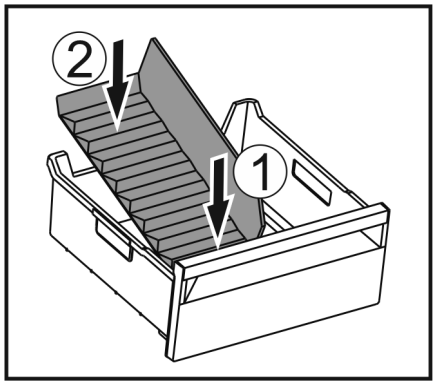

Fig. 210
▶ Introduceți partea frontală a separatorului pentru compartimentul de gheață. *Fig. 210 (1)*
▶ Coborâți partea posterioară a separatorului pentru compartimentul de gheață până la baza sertarului. *Fig. 210 (2)*